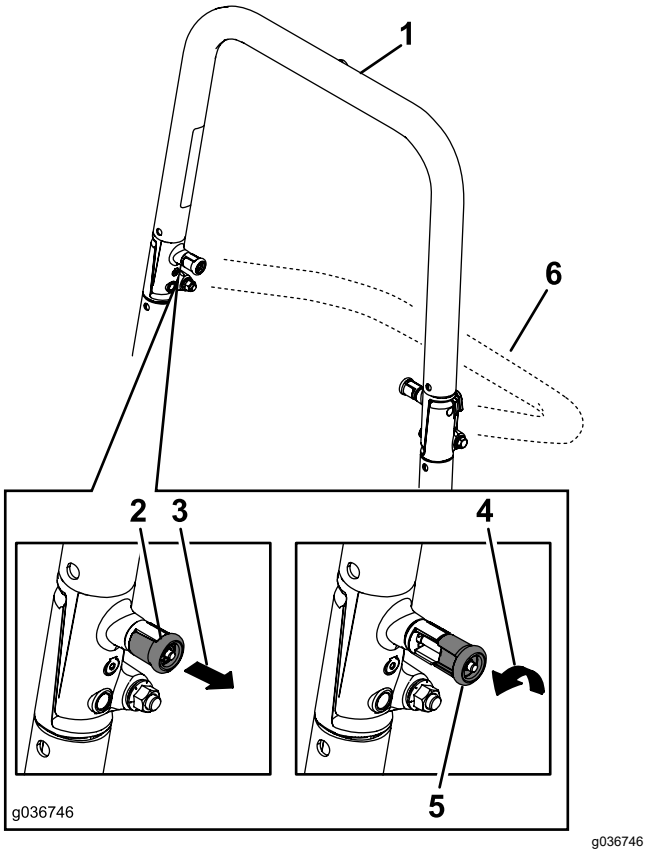

Figur 8
2. Dra ut båda rattarna och vrid dem 90 grader så att de kopplas ur (Figur 8).
3. Fäll ned störtbågen till nedfällt läge (Figur 8).
1. Fäll upp störtbågen till körläget och rotera vreden så att de delvis glider in i skårorna (Figur 8).
2. Fäll upp störtbågen helt samtidigt som du trycker på den övre störtbågen. Sprintarna snäpper på plats när de ligger i linje med hålen (Figur 8).